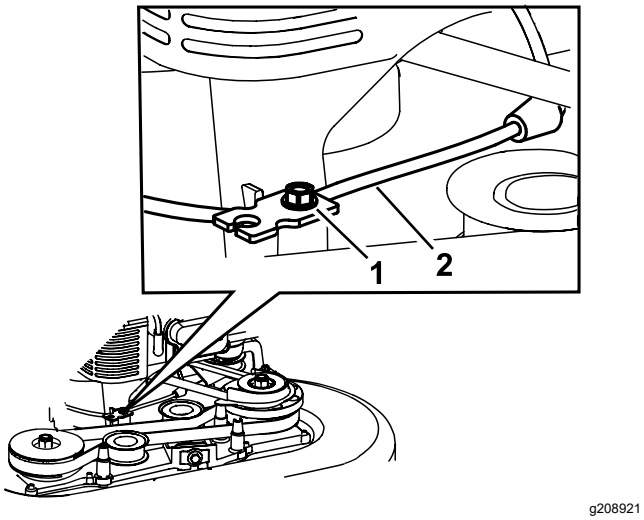

Figura 43
5. Afloje el tornillo de la abrazadera (Figura 43).